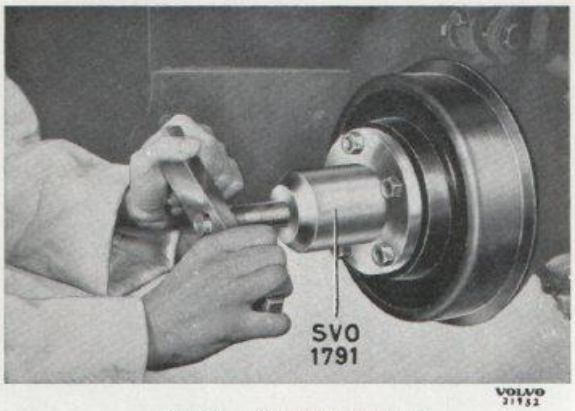

Bild 7-14. Demontering av nav
2. Lossa handbromsen. Drag av navet med verktyg SVO 1791, se bild 7-14.